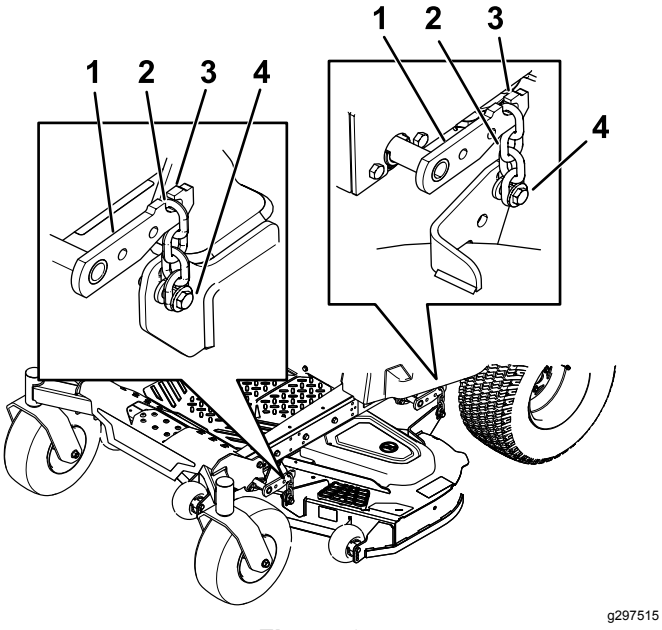

Figur 76
8. Ta bort kedjorna från krokarna på däcklyftarmarna (Figur 76).
6. Lyft upp klippardäckets bakre del och fäst kedjorna på de bakre lyftarmarna (Figur 76)
7. Fäst de främre kedjorna på de främre lyftarmarna (Figur 76).